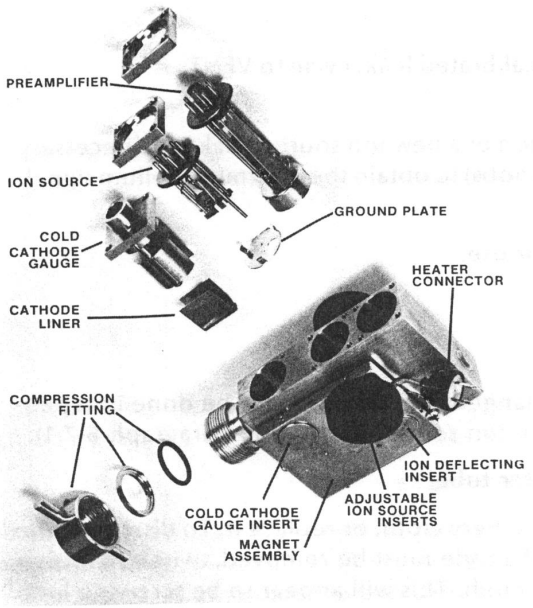

Figure 6-28. Spectrometer Tube (Exploded View)
8. Remove right side panel. Remove the three electrical plugs at the top of the spectrometer tube. Unplug the heater. Loosen the compression fitting and remove the spectrometer tube to a convenient bench. (Figure 6-28 is an "exploded" view of the spectrometer tube.)